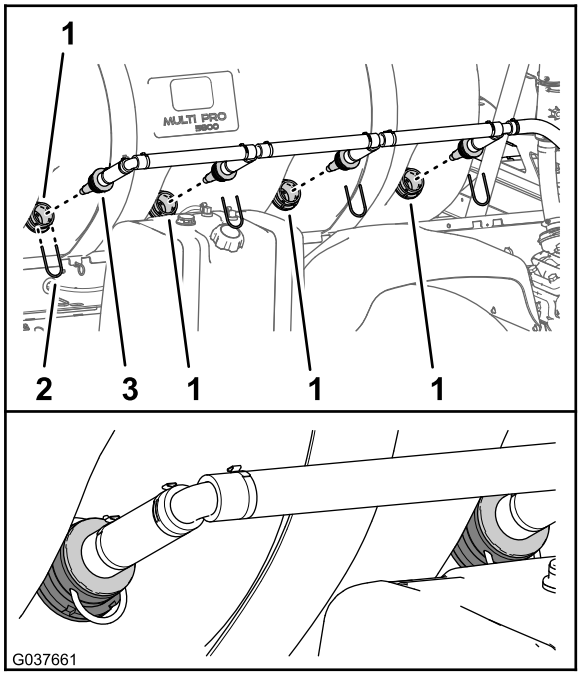

Figura 56
4. Introduzca las cuatro boquillas de agitación del conjunto de boquillas de agitación en los pasamuros del depósito de fumigación (Figura 56).